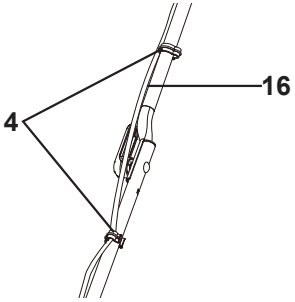

Fig.4
> Asegure el cable de interconexión (16) con los clips para cable (4) (Fig. 4).